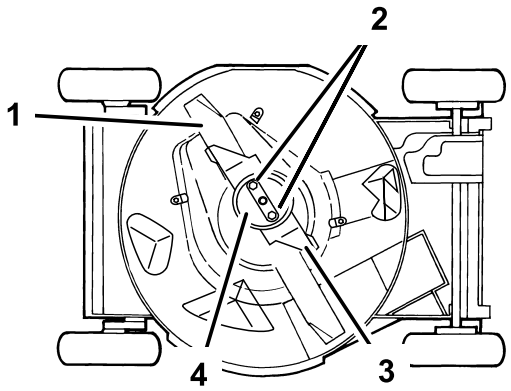

Figura 34
4. Inclinate il tosaerba sul lato **destro** (Figura 34).
Afferrate l'estremità della lama con un cencio o un guanto bene imbottito. Togliete i dadi della lama, la coppa antistrappo, l'acceleratore e la lama (Figura 34).
5. Togliete i due dadi della lama, la coppa antistrappo, l'acceleratore e la lama (Figura 34).